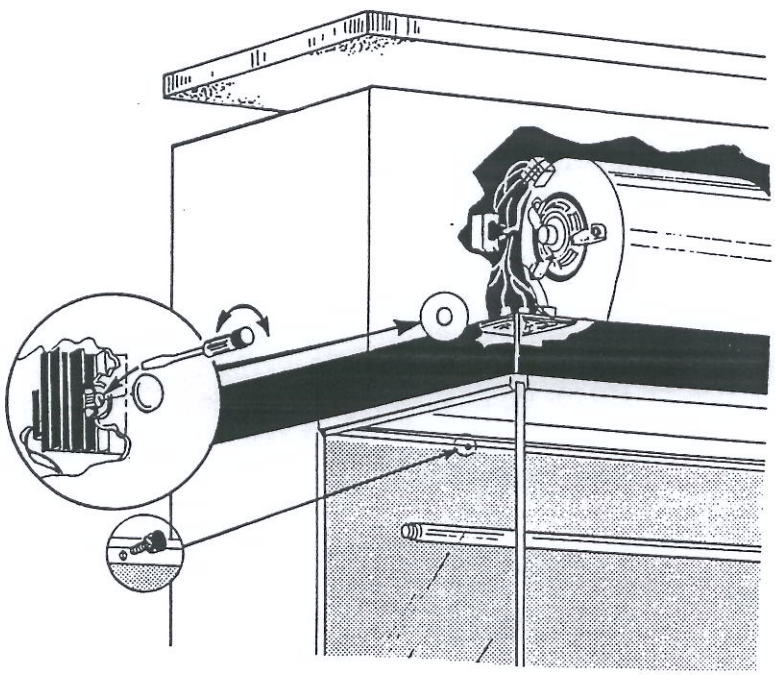

Figure 10
(1) Locate and remove the plastic hole plug on the bottom of the blower housing, directly above the canopy.
(2) Using a medium sized, straight blade screwdriver, turn the speed control screw clockwise to increase the blower(s) speed, as shown in Figure 10.
(3) After completing the speed control adjustment, establish the average air velocity, using a calibrated anemometer with an accuracy of +/-3%. Establishing a boundary of 6" from the sides, top, and bottom, measure the velocities in 6" increments, 6" in front of the diffuser. This method is defined more fully in IES Recommended Practice #IES-RP-CC-002-86.
(4) The average velocity should be 90 +/-10 FPM, with all measured values falling within +/20% of the average.
(5) Replace the plastic hole plug.